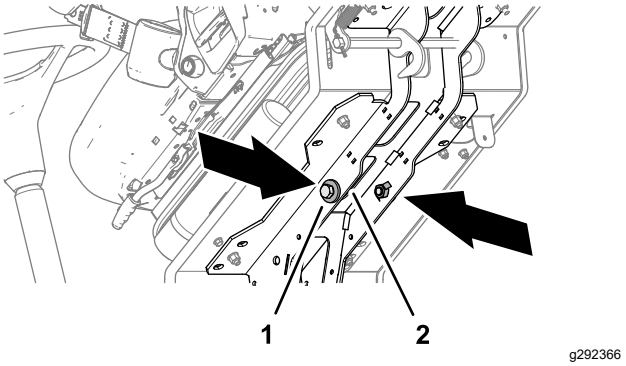

Figur 33
4. Fjern de to boltene (12 x 40 mm) og to skivene (12 mm) som oppbevares i plattformstøttestativet (Figur 33).